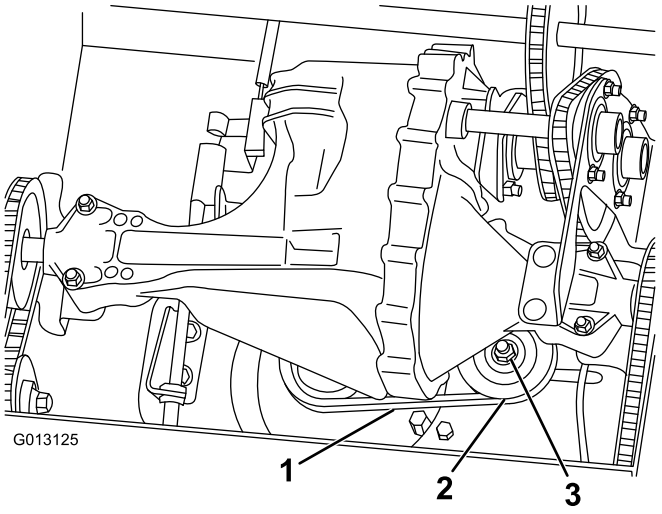

Figure 29
3. Exercez une charge de 9 kg (20 lb) sur un brin de la courroie d'entraînement (Figure 29).
A. Desserrez l'écrou de fixation de la poulie de tension (Figure 29).